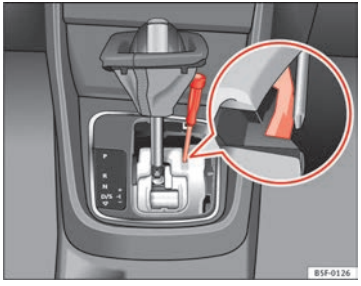

Fig. 125 Selector lever: manual release from position P
– Using a screwdriver, press and hold the yellow unlocking tab sideways ⇒ Fig. 125.
– Now press the interlock button on the selector lever (A) and move the selector lever to position N.